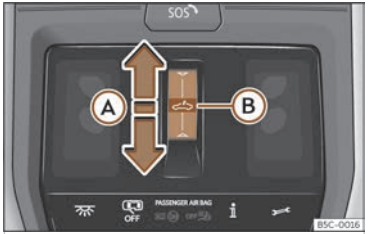

Fig. 82 En el revestiment interior del sostre: tecla del sostre de vidre.
- Moviment automàtic: feu lliscar el dit cap enrere sobre l'àrea funcional ››› **fig. 82** Ⓐ.
- Abans que transcorrin aprox. 5 segons des de l'activació de la funció antiatrapament, feu lliscar el dit cap endavant sobre l'àrea funcional ☝ >>> **fig. 82** Ⓐ i mantingueu-la pressionada fins que el sostre es tanqui completament.